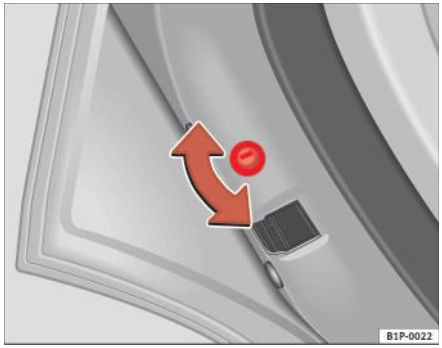
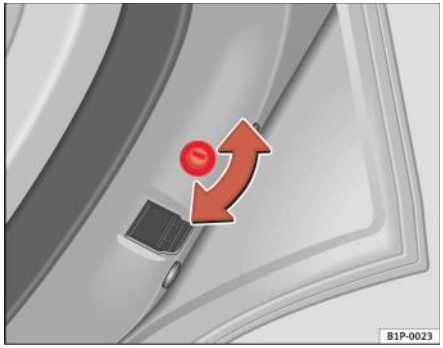

Fig. 59 Încuietoarea de siguranță pentru copii de pe uşa din stânga
Fig. 60 Încuietoarea de siguranță pentru copii de pe uşa din dreapta
– Cu uşa deschisă, rotiți canelura din uşă utilizând cheia, în sens orar pentru uşile de pe partea stângă, respectiv în sens antiorar pentru uşile de pe partea dreaptă ⇒ fig. 59 ⇒ fig. 60.
– Cu uşa deschisă, rotiţi canelura din uşă utilizând cheia, în sens orar pentru uşile de pe partea dreaptă, respectiv în sens antiorar pentru uşile de pe partea stângă ⇒ pagina 106, fig. 59 ⇒ pagina 106, fig. 60.